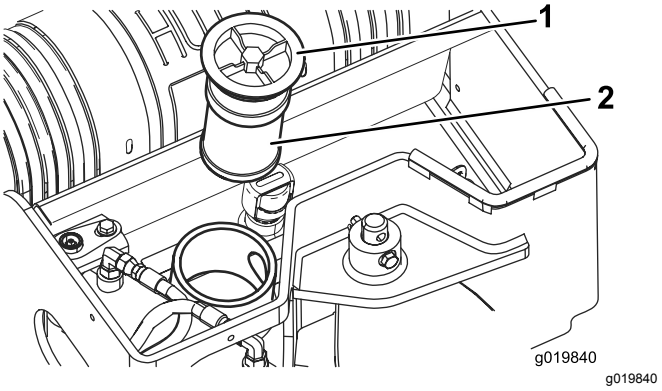

Figur 61
4. Ta bort och släng det gamla filtret (Figur 61).
5. Montera det nya hydraulfiltret och påfyllningslocket (Figur 61) och dra åt skruven ovanpå till 21–25 Nm.
5. Ta bort hydraultanklocket och filtret (Figur 61).
10. Montera hydraulfiltret och påfyllningslocket (Figur 61) och dra åt skruven ovanpå till 21–25 Nm.